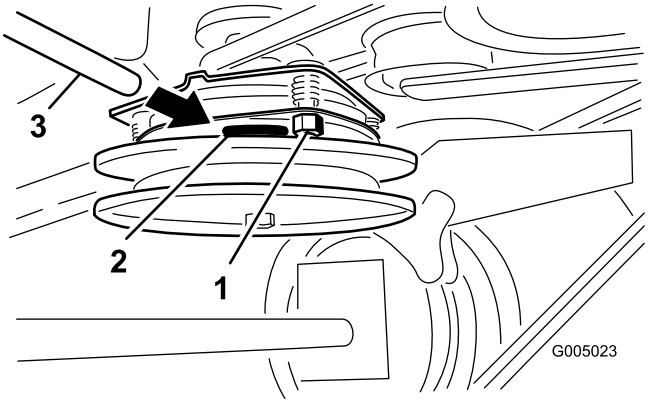

Figura 45
2. Apriete las contratuercas hasta fijar ligeramente la galga pero dejando que ésta se pueda mover con facilidad en la separación (Figura 45).